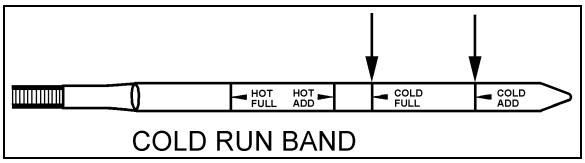

FIGURE 3: COLD CHECK 07050
4. Insert the dipstick into the tube and then remove, checking the oil level reading (Fig. 3). Repeat the check procedure to verify the reading. If the oil reading is within the "Cold Run" band, the level is satisfactory for operating the transmission until the oil is hot enough to perform a "Hot Run" check. If the oil reading is not within the "Cold Run" band, add or drain oil as necessary to bring the level within the "Cold Run" band.